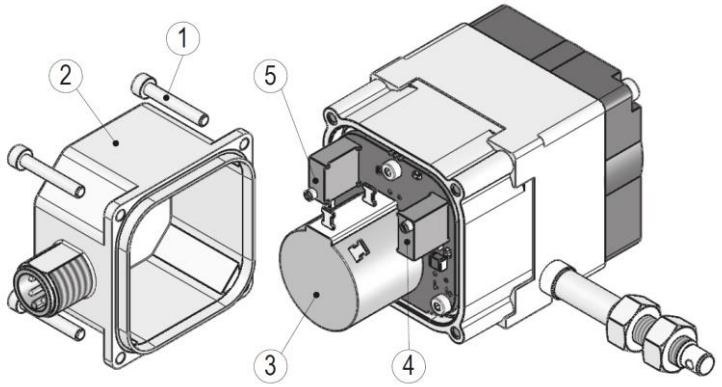

Abb. 7: Einstellen der Trimmpotis
Durch zwei Trimmpotentiometer Pe (5) und Po (4) (siehe Abb. 7) können diese Werte an die tatsächlichen Anfangs- und Endstellungen der Anwendung angepasst werden.